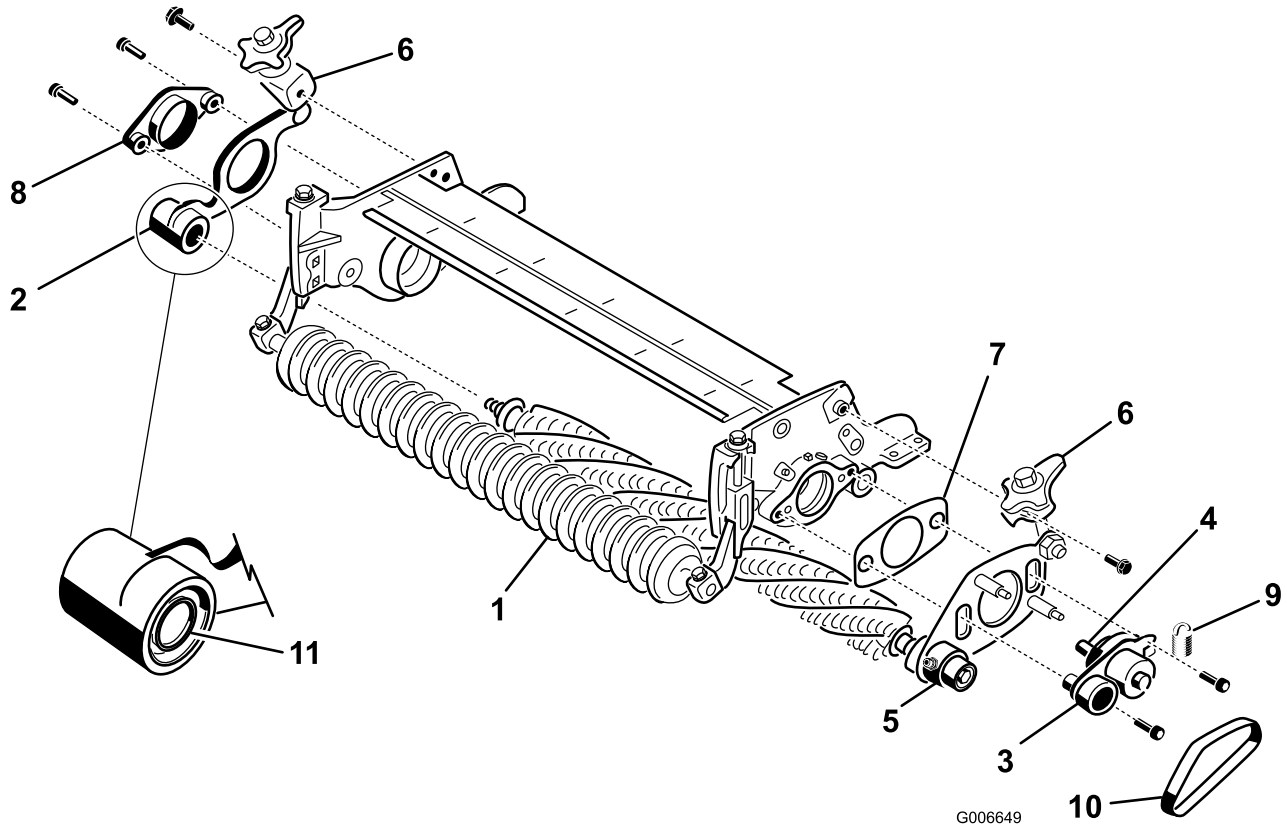

Figura 9
14. Dal lato **opposto al comando** del gruppo grooming, togliete la piastra grooming con la leva rapida dal gruppo albero grooming (Figura 9).
16. Dal lato comando dell'apparato di taglio, montate il mozzo del perno, la piastra grooming lato comando con la leva rapida e lo spessore sulla piastra laterale dell'apparato di taglio utilizzando due viti a esagono incassato da 3/8 x 1 poll. (Figura 9). Prima del montaggio, spalmate del Loctite blu sui filetti.
17. Sull'albero grooming montate la piastra grooming lato opposto comando (Figura 9). Attenzione a non lasciare cadere la molla di tenuta.
18. Con due viti a esagono incassato da 3/8 x 1 poll., fissate il mozzo del perno dal lato opposto comando sulla piastra laterale dell'apparato di taglio (Figura 9). Prima del montaggio, spalmate del Loctite blu sui filetti.
20. Montate i gruppi leva rapida sulle piastre laterali, utilizzando bulloni a testa flangiata da 3/8 x 3/4 poll. (Figura 9).
21. Montate la cinghia grooming sulle pulegge (Figura 9). Su ciascuna puleggia, verificate che le nervature della cinghia siano inserite correttamente nelle gole della puleggia.